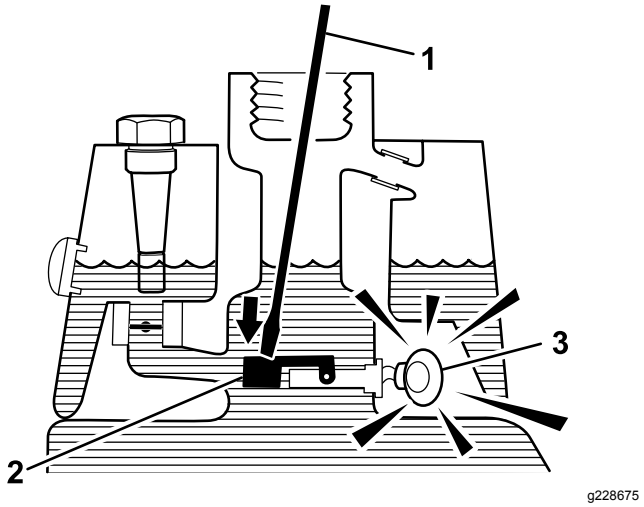

Figuur 60
3. Steek een schone staaf of schroevendraaier in de vulbuis en druk de vlotter voorzichtig naar beneden (Figuur 60); het alarm zou moeten afgaan na 1 seconde.